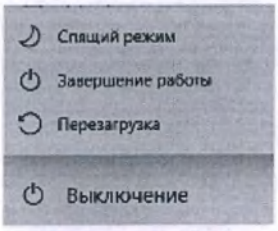

Рисунок 8.20
2.4.14.3 Для выключения ПК (Системный блок) с помощью курсора мыши нажмите кнопку ⊞ в нижнем левом углу экрана монитора, затем нажмите кнопку «Выключение» и «Завершение работы», рисунок 8.20. Дождитесь выключения компьютера.